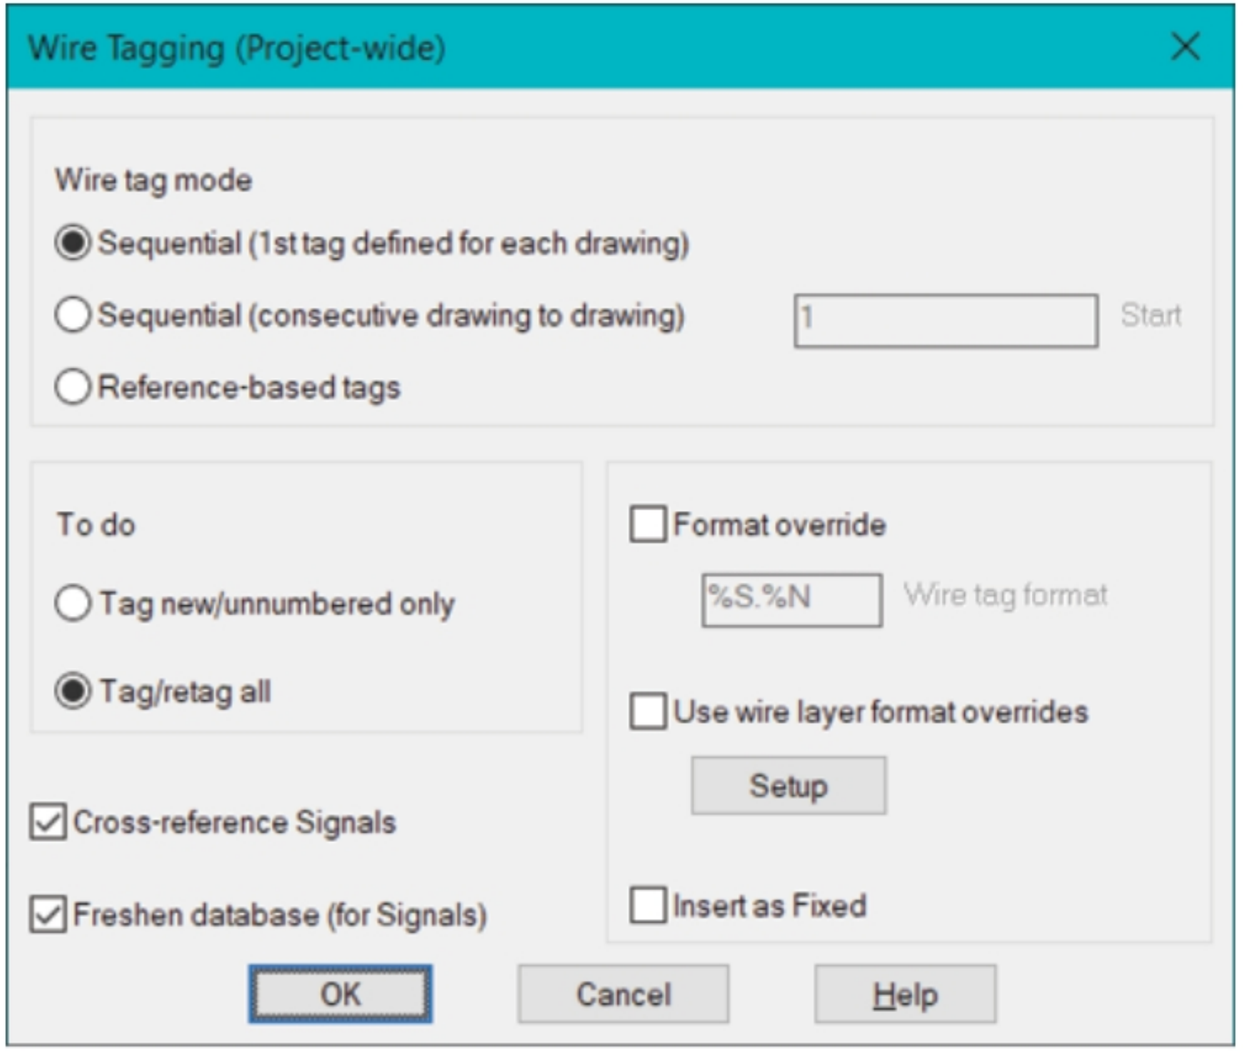

Figure-27. Wire Tagging dialog box
- Click on the **Setup** button to change the settings for wire numbers and signal tags. The **Wire Tagging (Project-Wide)** dialog box will be displayed; refer to Figure-27.